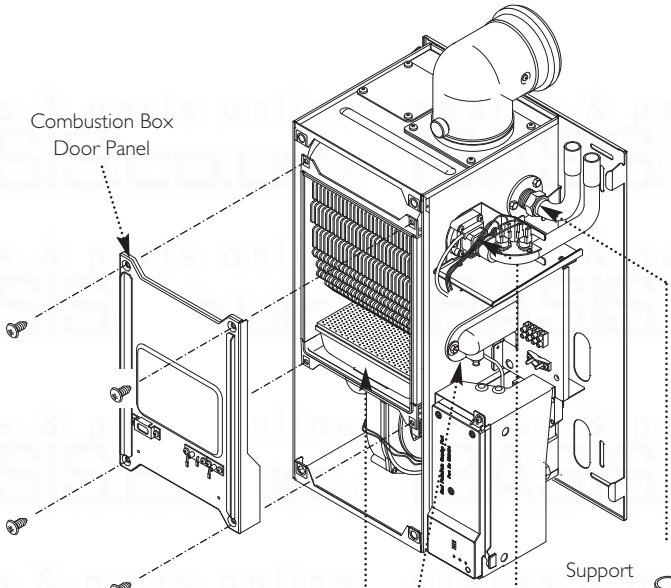

Fig. 55
1. Remove the combustion box door by removing the four securing screws (Fig. 55).